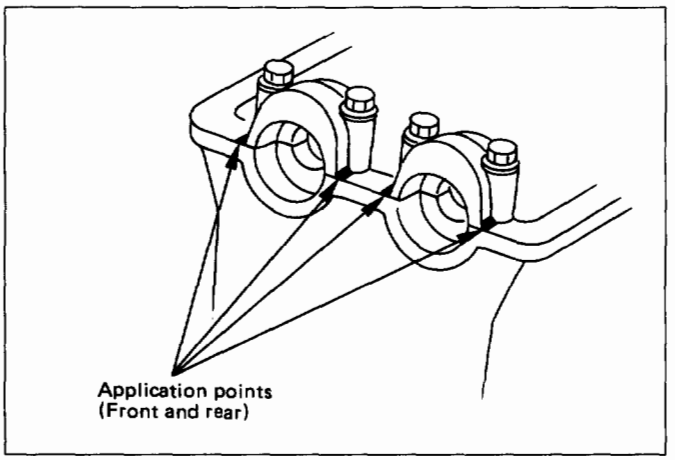

Fig. 6A1-40
- Clean the sealing surface of cylinder head and cylinder head cover to remove oil and sealing materials completely. Apply sealant (TB-1207B or equivalent) of bead diameter 2-3 mm to four places of arched area of camshaft brackets on front and rear sides. (Fig. 6A1-40)